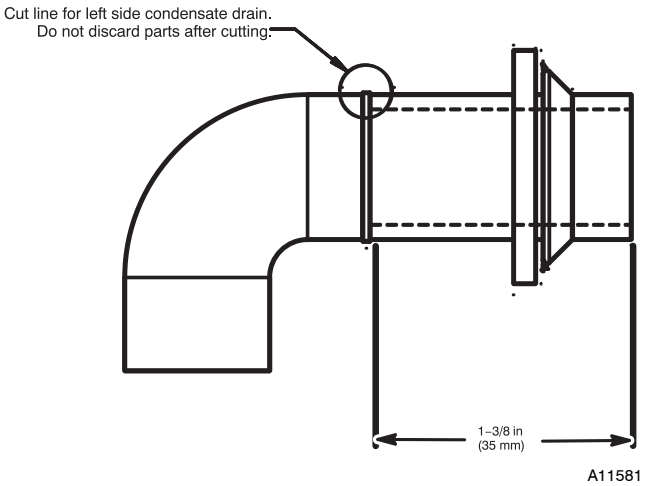

**Fig. 16 - Modify Rubber Drain Elbow**
3. The Z-pipe is connected to the condensate trap and the outside of the furnace by modifying the formed rubber drain elbow as shown in Fig. 16.
4. Remove the formed grommet from the rubber drain elbow by cutting the elbow along the vertical line located about 1-3/8 in. (35 mm) away from the formed grommet. See Fig. 16. **DO NOT DISCARD THE FORMED GROMMET OR THE RUBBER ELBOW**. Both of these pieces will be used.
**TIP FROM CONTRACTORS**: When installing the furnace horizontally, use the entire drain elbow (that is, do NOT cut as shown in Fig. 16 to connect the trap to the drain line. This helps to prevent bumps and shocks to the drain line from damaging the furnace drain trap. Avoid misalignment of the drain pipe which may cause kinks in the elbow.